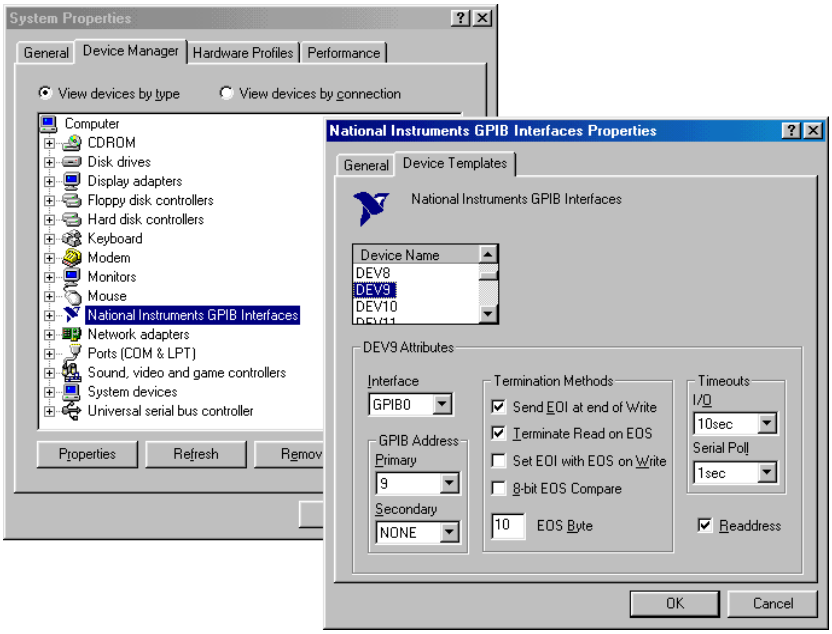

Figure 2–4 Caractéristiques du système et de la carte d'interface GPIB
6. Sélectionner l'onglet **Device Templates** (*voir la figure 2–4).*